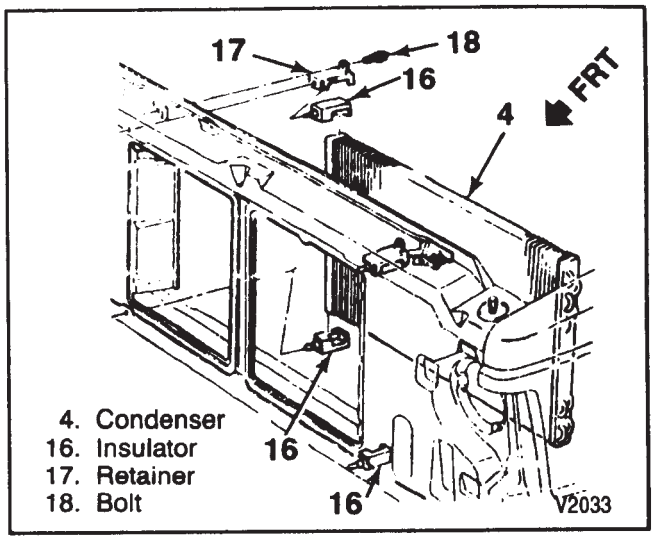

Figure 34—Condenser Mounting
6. Bolts (18) and retainers (17) (figure 34).
7. Upper insulators (16).
8. Condenser (4).
1. Condenser (4). Refer to "Refrigerant Oil Distribution," if replacing condenser.
2. Upper insulators (16) (figure 34).